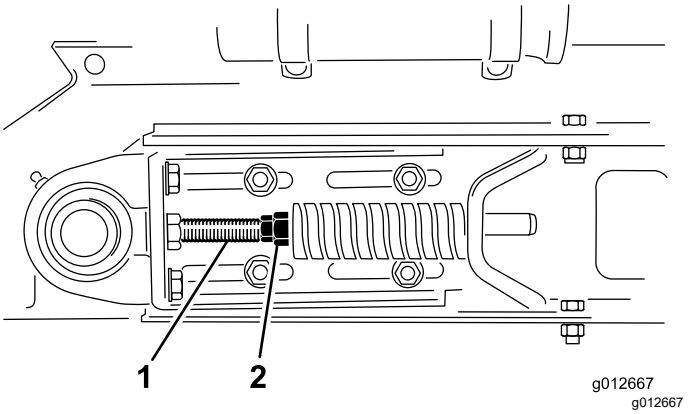

**Figuur 30**
1. Maak de voorste en achterste contramoeren op de spanstang los om de spanning van de veer te halen (Figuur 30).